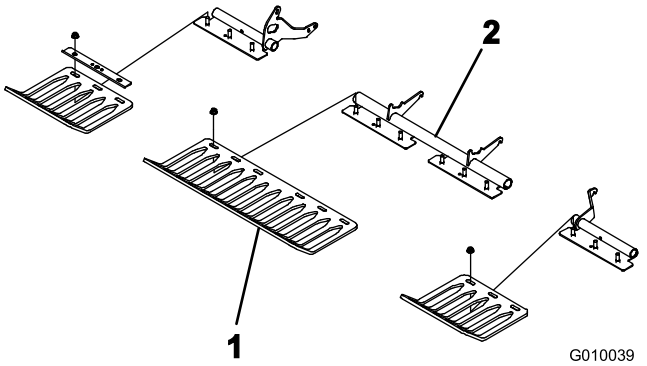

**Figur 24**
3. Installer verneplatene løst på verneplatebrakettene med fire verneplateklemmer og tolv flensmuttere (Figur 24). Ikke stram til festene.
**Merk:** Verneplateklemmene og flensmutterne transporteres festet til verneplatebrakettene (Figur 24).